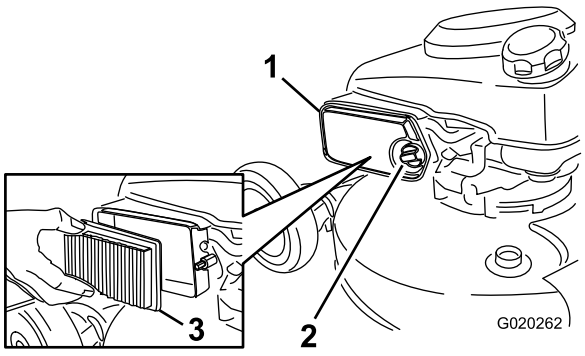

Figur 38
1. Sku løs knotten og åpne dekselet (Figur 38).
2. Bytt ut luftrenserelementet (Figur 38).